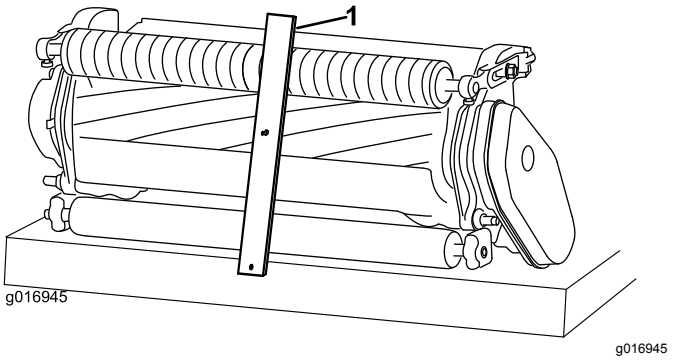

Figuur 15
2. Haak de schroefkop van de maaihoogtelat aan de rechterkant van de zijrand van het ondermes en laat de achterzijde van de lat op de achterrol rusten (Figuur 15).